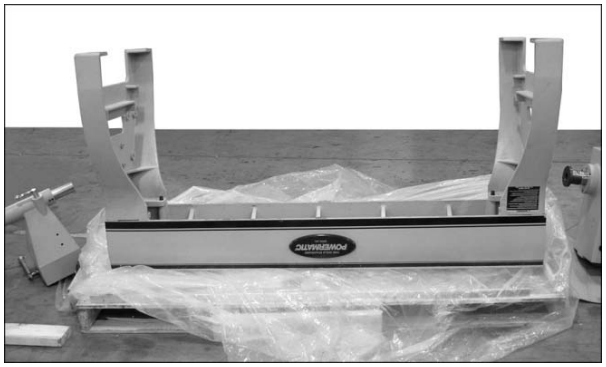

Рис. 5
5. Установите опоры (рисунок 5), используя восемь винтов, стопорные шайбы и плоские шайбы (HP-2/3/4). Предупредительная табличка должна быть размещена по направлению к передней части станины.